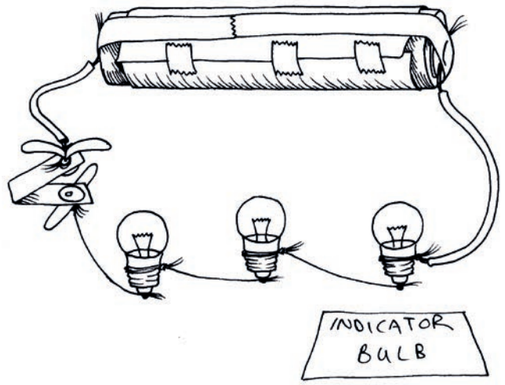

Figure 5
4. Connect a third bulb to the circuit as shown in Figure 5.
When we connect bulbs with only one path for the current, as in Figure 5, we say that the bulbs are connected "in series". The current must go through each bulb in the row.